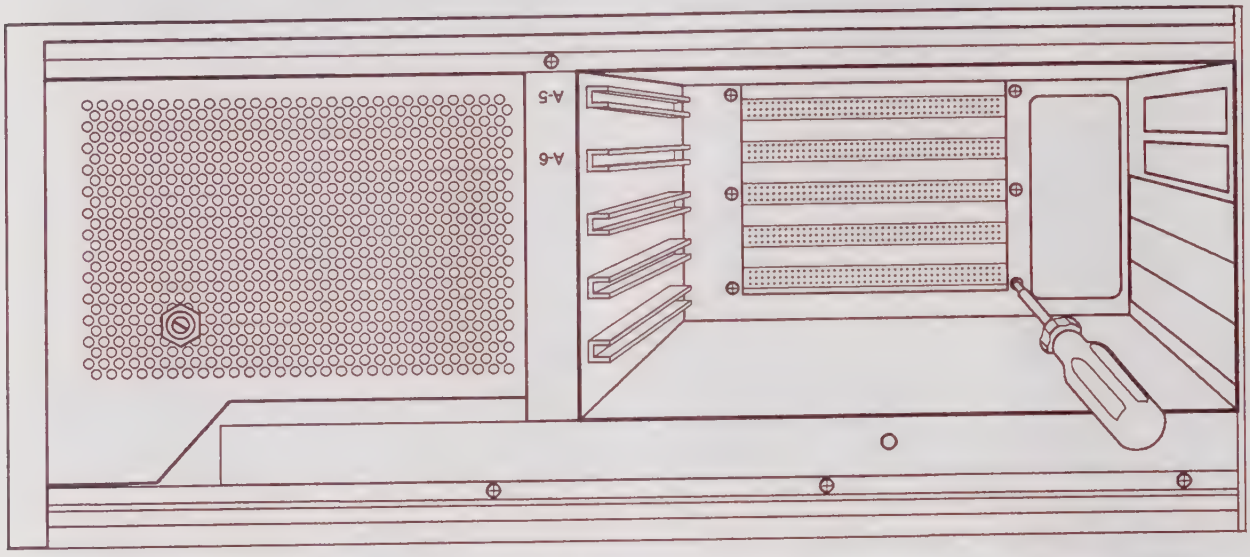

**Figure 3-17. Removing the retaining screws for the main interconnect board assembly from inside the left cardcage**
5. Inside the left cardcage, remove the six screws holding the main interconnect assembly to the cardcage back panel (see Figure 3-17).